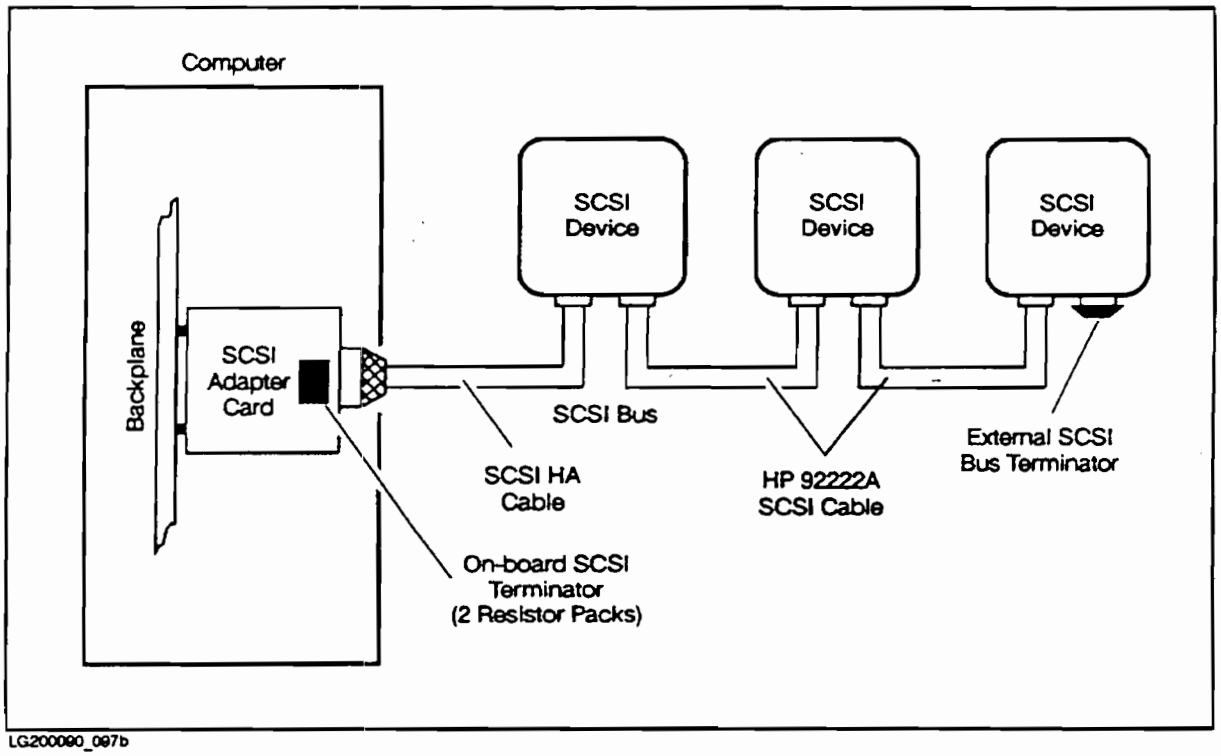

Figure 11a-1. Typical SCSI Daisy Chain Configuration
- SCSI devices should be installed in a daisy-chain configuration, as shown in Figure 11a-1. The total cable length of the bus (including external and internal cables) cannot exceed 6 meters.